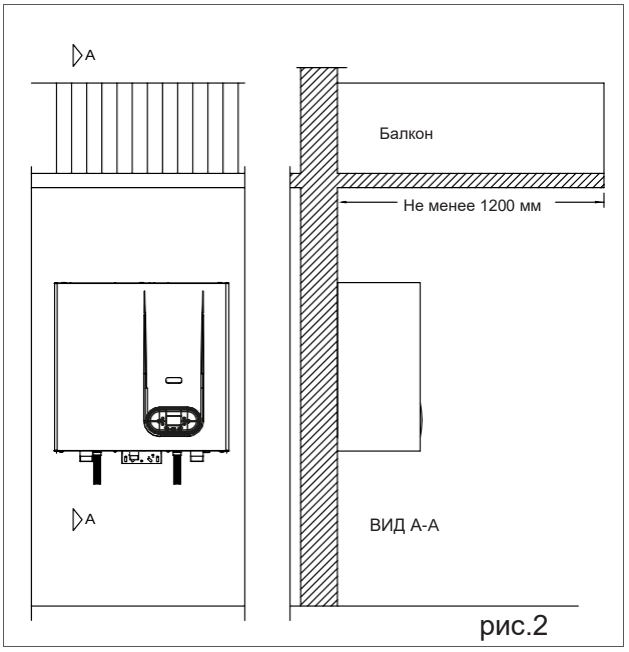

рис.2
Котел может быть установлен вне помещения, в частично закрытом месте (например, на балконе – см. рис. 2), если такая установка соответствует местным строительным нормам и минимальная температура внешнего воздуха не ниже +2°C. Производитель не гарантирует функциональность котла в случае установки вне помещения при температуре менее +10°C или не в соответствии с имеющимися нормами и рекомендациями.
2. Наденьте котел на крючки (рис. 2).